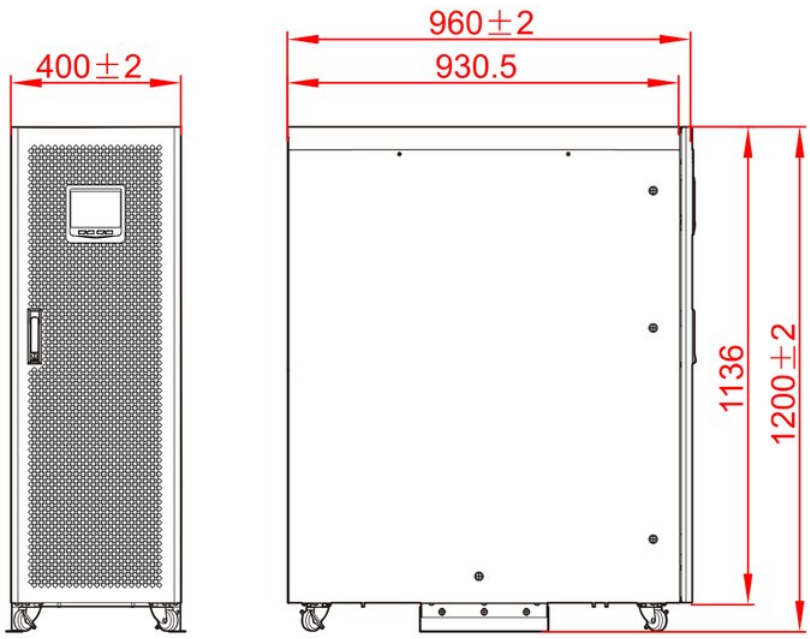

FIGURA 3-9 Dimensioni (unità: mm)
1. Definire la posizione di installazione in base alle dimensioni dell'UPS (Figura 3-9) e agli spazi liberi richiesti (vedere 3.2.3 Spazio di installazione).